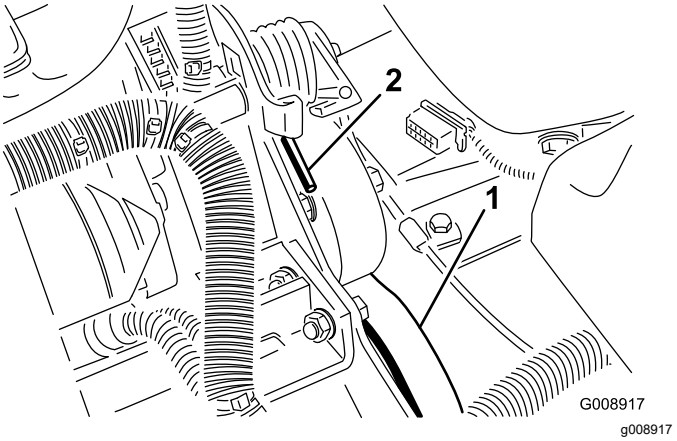

Figur 77
3. Trykk ned og frem på fjærenden (Figur 77) for å hekte den av braketten og frigjøre fjærens spenning.